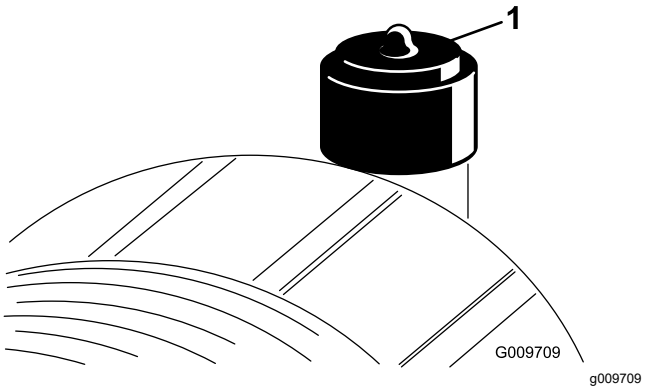

Figur 55
Efterse kun luftfilterelementet, når begrænsningsindikatoren (Figur 55) viser, at det er nødvendigt. Hvis du udskifter luftfilterelementet, før det er nødvendigt, øger du blot risikoen for, at der kommer snavs ind i motoren, når elementet afmonteres.
2. Nulstil begrænsningsindikatoren (Figur 55), hvis den viser rødt.